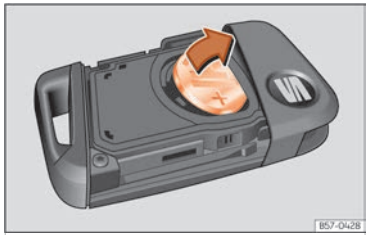

Fig. 50 Vehicle key: removing the battery.
- Lever the battery out of its compartment ››› Fig. 50.
- Fit a new button battery into the compartment ››› ①.